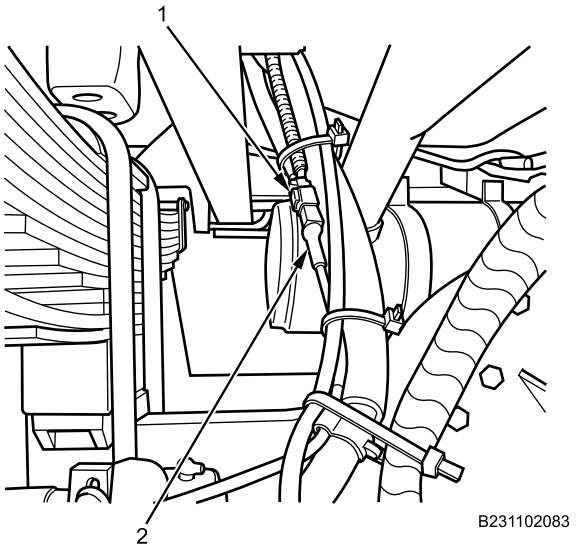

Figure 6. ABS Electrical Connector.
8. Apply dielectric grease in ABS electrical sensor connector (Figure 6, Item 2) and connect onto wiring harness (Figure 6, Item 1).